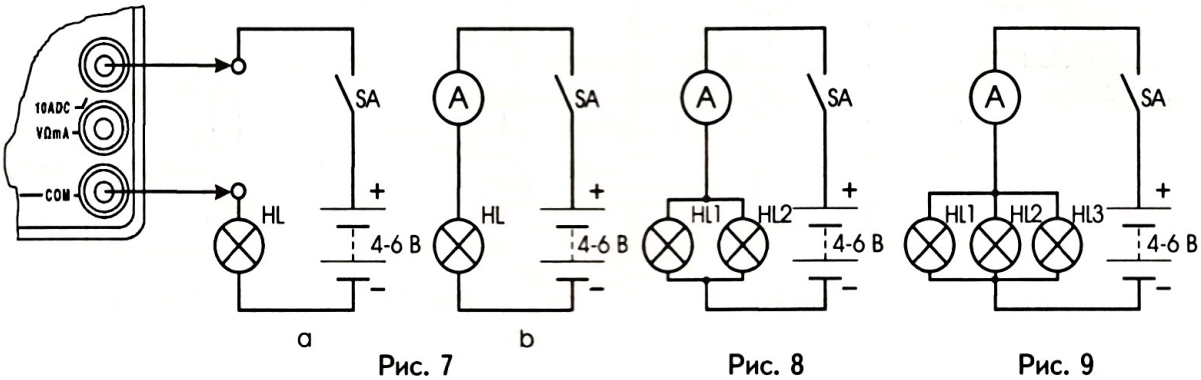

Рис. 7 Рис. 8 Рис. 9
2. Только для измерения силы постоянного тока на пределе «10 А» красный провод включается в верхнее гнездо «10ADC» (рис. 7, а). При остальных измерениях красный провод включается в среднее гнездо «VΩmA».
1. Подключите черный провод (щуп) к разъему «COM» (нижнее гнездо), а красный к разъему «10ADC» (верхнее гнездо) (рис. 7, а).
Соберите поочередно электрические цепи (рис. 7, 8, 9), в которых произведите измерение силы тока. Повторите измерения, изменив полярность включения щупов в цепь, и объясните причину появления знака «-» на дисплее.